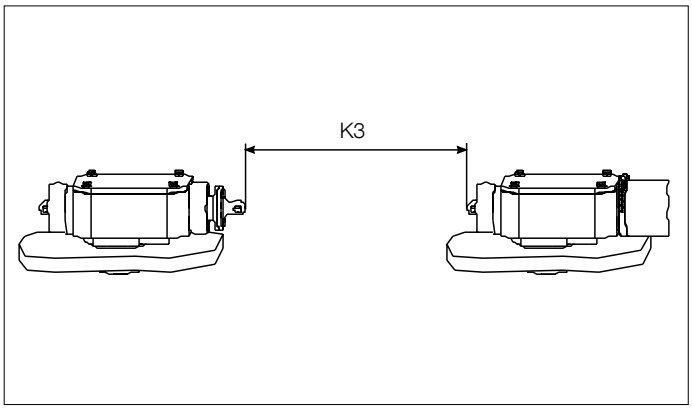

Fig. 45.
8. Push the two protective tubes onto the bevel gears and clamp them with hose clips, SA10; see Fig. 45.
1. Determine the distance K3 between the spherical shaft ends; see Fig. 45.
- The oil valve (see Fig. 45) should be removed and re-connected at the end of the draining tube at operable ground level.